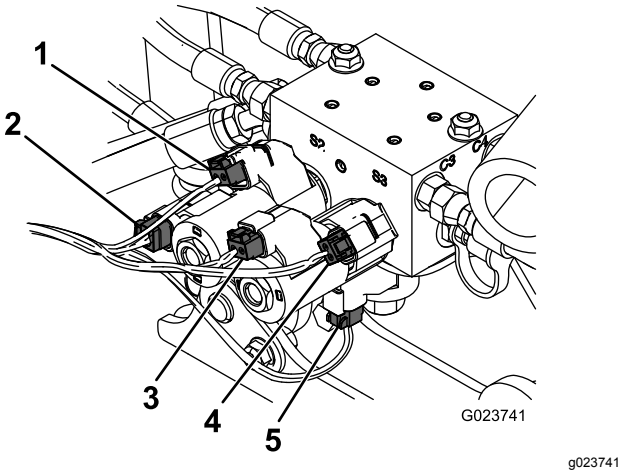

**Figur 21**
5. Slut ledningsnettet til den hydrauliske blok som vist i Figur 21.